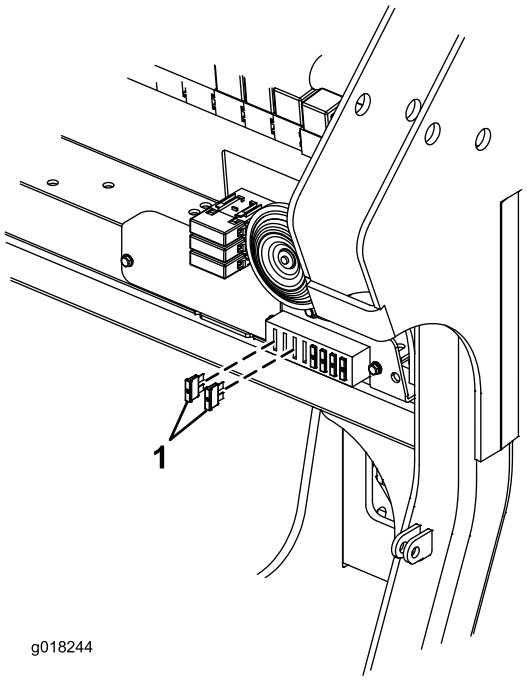

Figura 5
13. Instale 2 fusible de 15 amperios en el bloque de fusibles. Utilice los zócalos 1º y 3º contando desde el extremo izquierdo del bloque de fusibles (Figura 5).